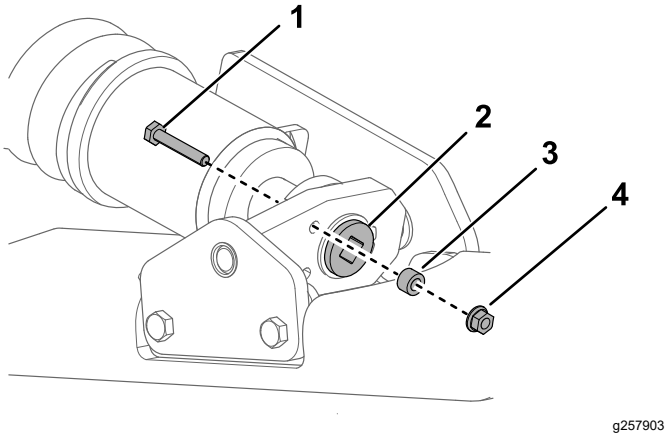
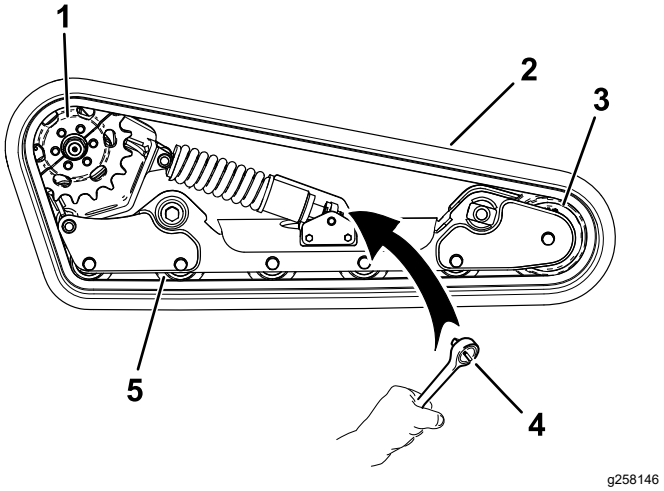

Рисунок 57
Рисунок 61
4. Удалите зажимной болт, проставку и гайку (Рисунок 57).
6. Совместите ближайшую выемку в натяжном винте с отверстием в зажимном болте и закрепите винт при помощи зажимного болта и гайки (Рисунок 57).
7. Удалите стопорный болт, проставку и гайку (Рисунок 57).
8. Используя ключ с храповым механизмом на ½ дюйма, ослабьте натяжение привода, вращая натяжной винт по часовой стрелке (Рисунок 57 и Рисунок 61).
9. Отверните 3 зажимных болта на той половине ведущего колеса, которая не вошла в зацепление с гусеницей (Рисунок 61).
14. Проложите новую гусеницу вокруг переднего катка, затем вокруг ведущей ступицы на стороне, где снято ведущее колесо (Рисунок 61).
15. Протолкните гусеницу под опорные катки и одновременно между ними и проложите ее вокруг рамы (Рисунок 61).